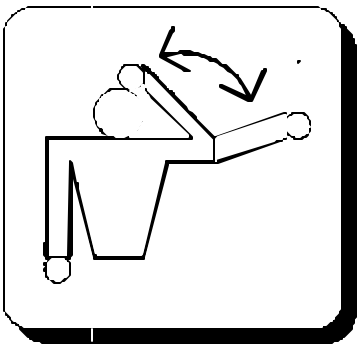

Figure 3
c. Bounding Overwatch - a movement technique used when contact with enemy forces is expected. The unit moves by bounds. One element is always halted to overwatch another element while it moves. The overwatching element is positioned to support the moving unit by fire or fire and movement. To execute the arm and hand signal extend one arm to a 45 degree angle. Bend the arm and tap the helmet. Repeat (see figure 3). There are two basic bounding overwatch methods used in riverine movement.